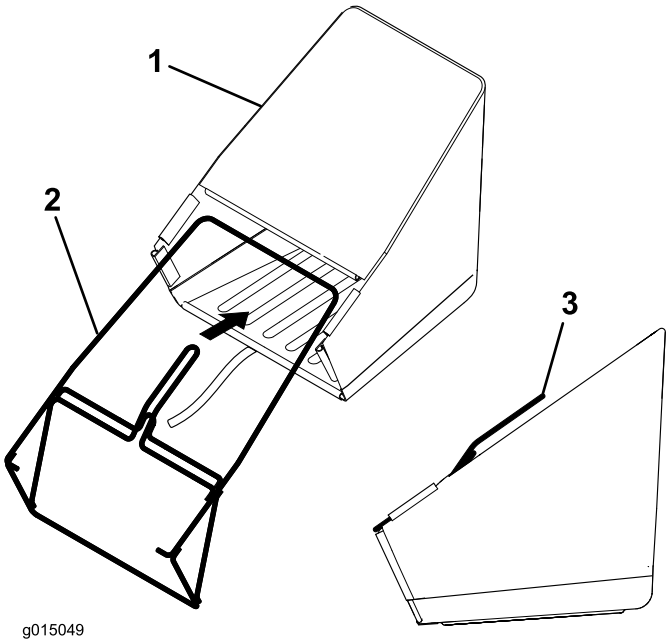

**Bild 3**
1. Schieben Sie den Drahtkorbrahmen auf den Fangkorb; achten Sie darauf, dass der Bügel über dem Gewebe ist (Bild 3).